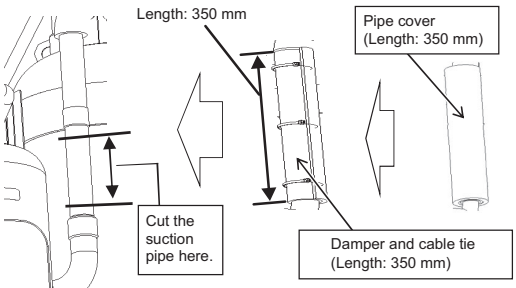

Figure 6
(6) Remove the pipe cover and the damper, and cut the suction pipe where indicated in Figure 6.
*When re-placing the pipe cover and the dumper, use the ones with the sizes shown in Figure 6, which are supplied with the replacement compressor.